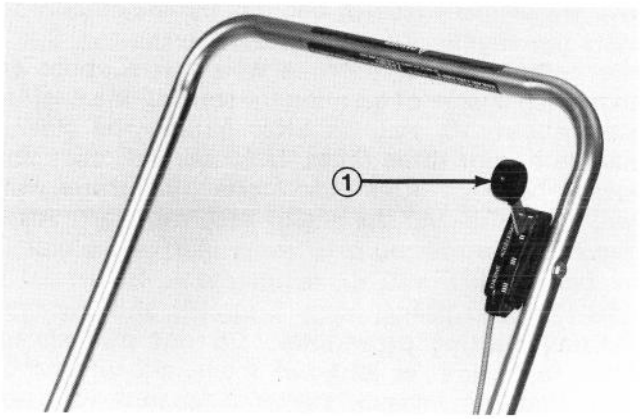

Figure 15
4. To stop engine, move throttle control to STOP position (Fig. 15).